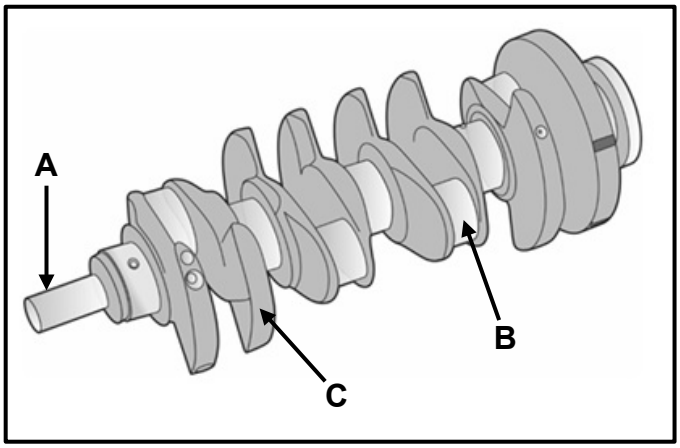

FIGUUR 6.1
6.1 FIGUUR 6.1 hieronder toon die krukas van 'n viersilinderenjin. Beantwoord die vrae wat volg.